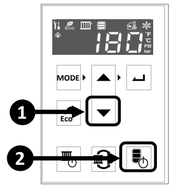

Fig 1. "Down" and "Indirect Tank" Buttons
1. Press and hold the ▼ (Down) button for two seconds (Fig 1).
2. While holding the ▼ (Down) button, press and hold the "Indirect Tank" button (hold both buttons at the same time) (Fig 1).